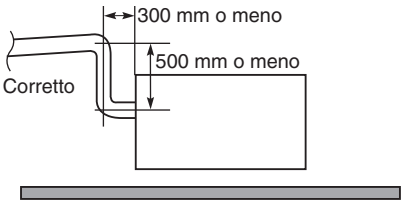

Fig. 3-11
- **Se fosse necessario aumentare l'altezza del tubo di scarico, la sezione direttamente sotto il foro di collegamento può venire alzata di al massimo 500 mm. Non alzarla più di 500 mm; ciò provocherebbe perdite d'acqua. (Fig. 3-11)**